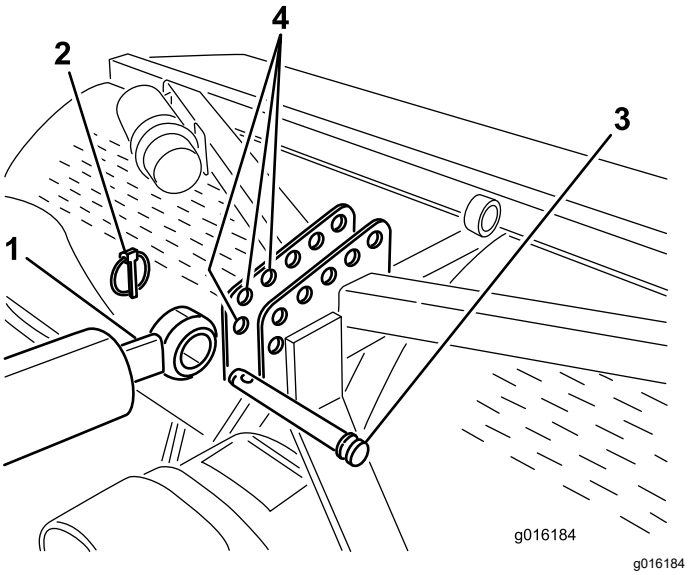
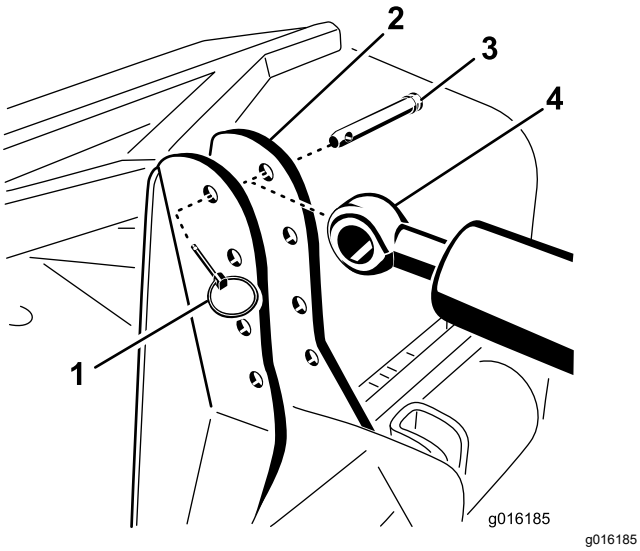

Bild 6
Bild 7
7. Befestigen Sie das Stangenende des hydraulischen Oberlenkers mit einem Steckstift und einem Klappstecker im vordersten Loch in der Aerifiziererhalterung (Bild 6 oder Bild 7).